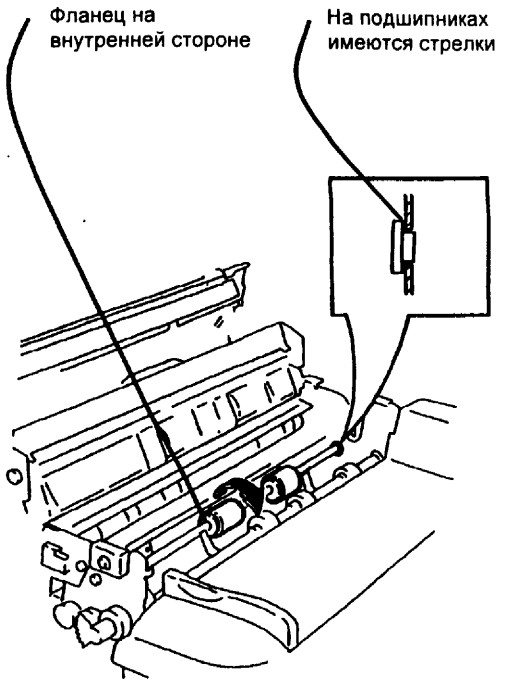

Рис. 4 Ориентация компонента
2. (Рис. 4) Убедитесь, что ролики подачи и подшипники установлены правильно.
ПРИМЕЧАНИЕ: (Рис. 4) Стрелки показывают ориентацию ролика торможения, а не направление свободного вращения. Стрелки маленького размера.